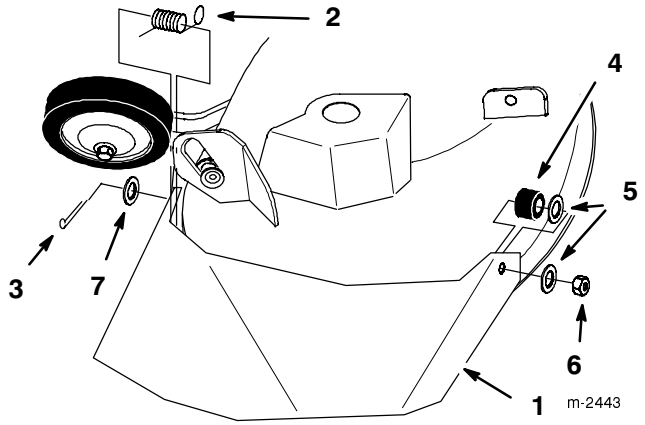

Figure 1
1. Placer le bout court du ressort dans le petit trou du déflecteur d'herbe (Fig. 1).
2. Positionner le ressort et le déflecteur d'herbe sur le montant à l'arrière du plateau de coupe, et fixer le tout à l'aide de la goupille épingle (Fig. 1).
4. Placer le déflecteur d'herbe sur la tige filetée, et le fixer à l'aide de la seconde rondelle en plastique et de l'écrou de blocage (Fig. 1).